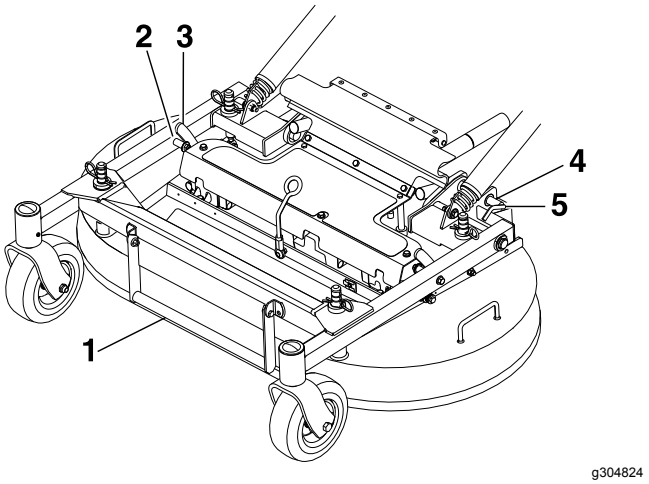

Figuur 8
3. Maak de borgpennen van het maaidek los aan beide kanten (Figuur 8).
2. Duw de borgpennen van het maaidek naar binnen en draai ze naar voren om het maaidek goed vast te zetten in de onderste stand (Figuur 8).